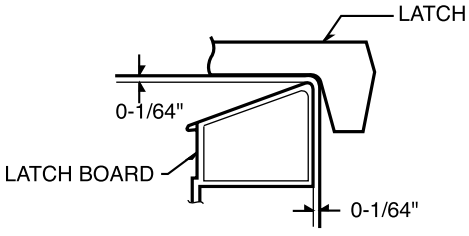

Figure 20
(2) Close the door tightly and check gaps A and B to be sure they are no more than 1/64” (0.5 mm). See Figure 20 for close-up view of gaps A and B (door latches). If all gaps are less than 1/64” (0.5 mm), adjustment of the latch board may not be necessary. Go to Steps 5 and 6 to check the sequence of the switches.